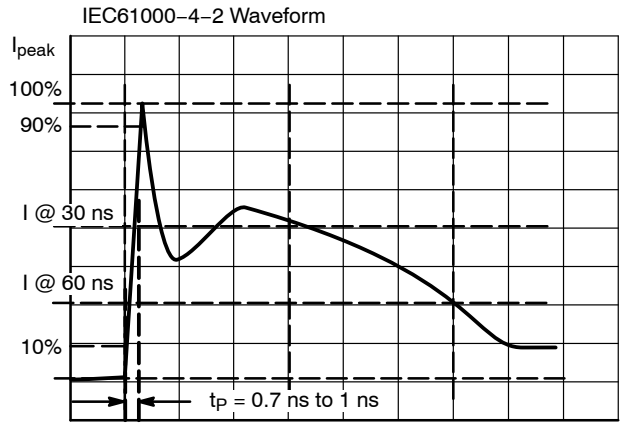

Figure 5. IEC61000−4−2 Spec
1. For test procedure see Figures 5 and 6 and application note AND8307/D.